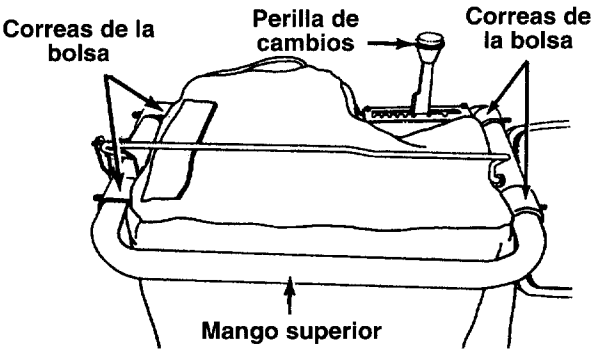

FIGURA 7.
- Coloque las cuatro correas de la parte superior de la bolsa sobre el mango superior, enganchándolas en los pernos prisioneros. Vea la figura 7. Asegúrese que la bolsa esté debajo del mango del embrague de tracción.